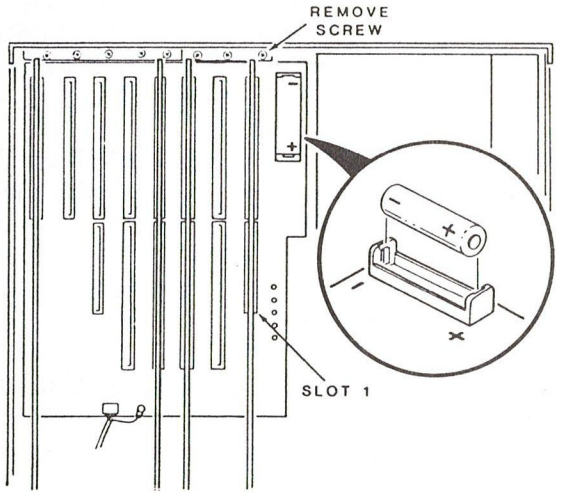

Figure 6-2. Locating the Backup Battery
6. The lithium battery is located on the backplane board , near the power supply, as shown in Figure 6-2. Lift it up and out of the battery holder and dispose of it.
7. Place the new battery in the battery holder, as shown in the inset of Figure 6-2. Be sure the + end of the battery is toward the + mark on the backplane board.